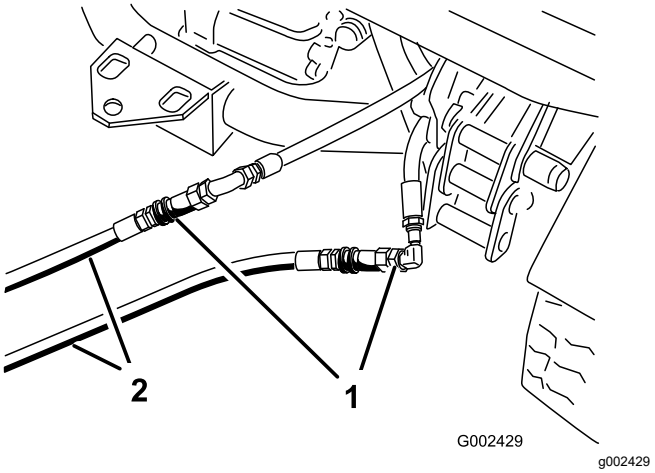

Figura 74
3. En la máquina inmovilizada, conecte las dos mangueras de interconexión a las mangueras que fueron desconectadas (Figura 74).